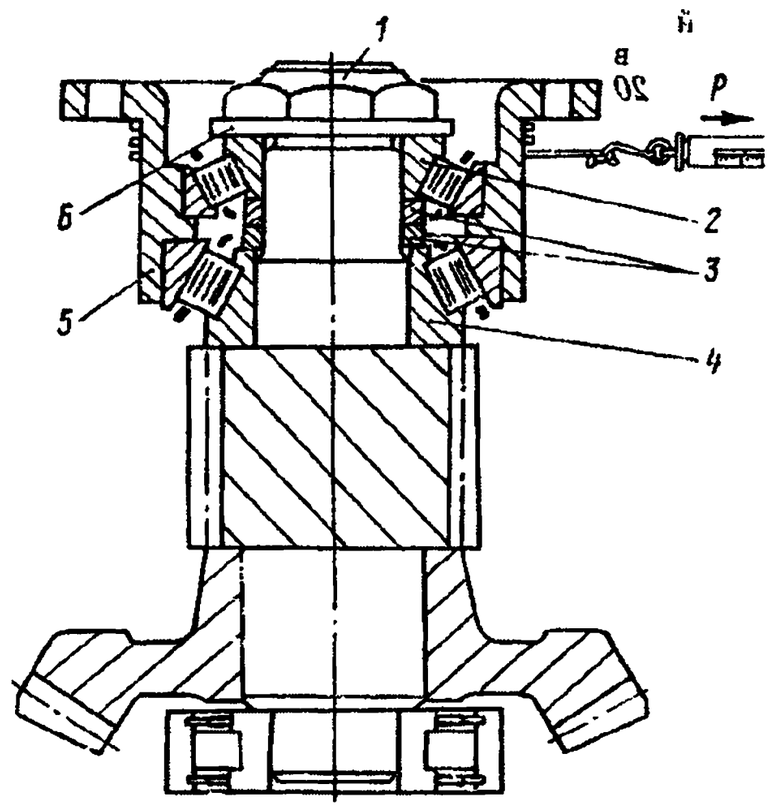

Рис. 226. Регулирование подшипника ведущего цилиндрического зубчатого колеса:
72. Отрегулируйте подшипники *2* и *4* (рис. 226) в следующем порядке: